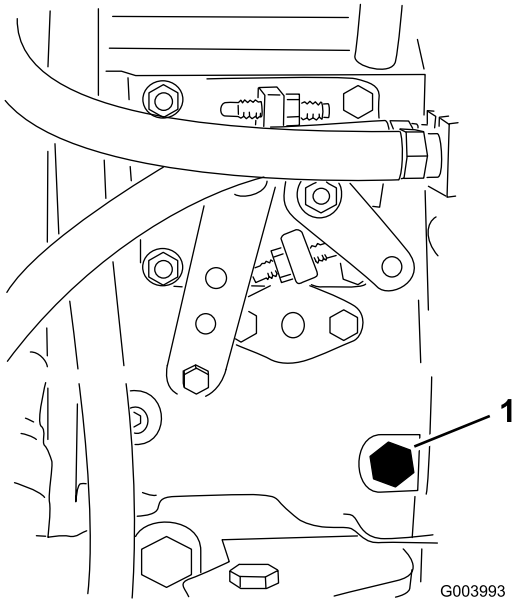

Rysunek 36
3. Otwórz odpowietrznik na pompie wtryskowej paliwa (Rysunek 36) za pomocą klucza 12 mm.